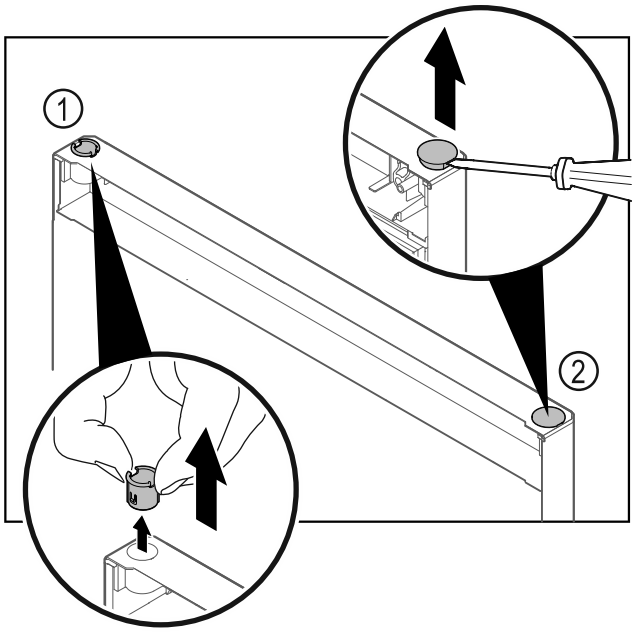

Fig. 23
- ▶ Пальцами вытяните шарнирную втулку *Fig. 23 (1)*.
- ▶ Шлицевой отверткой осторожно подцепите и извлеките заглушку *Fig. 23 (2)*.